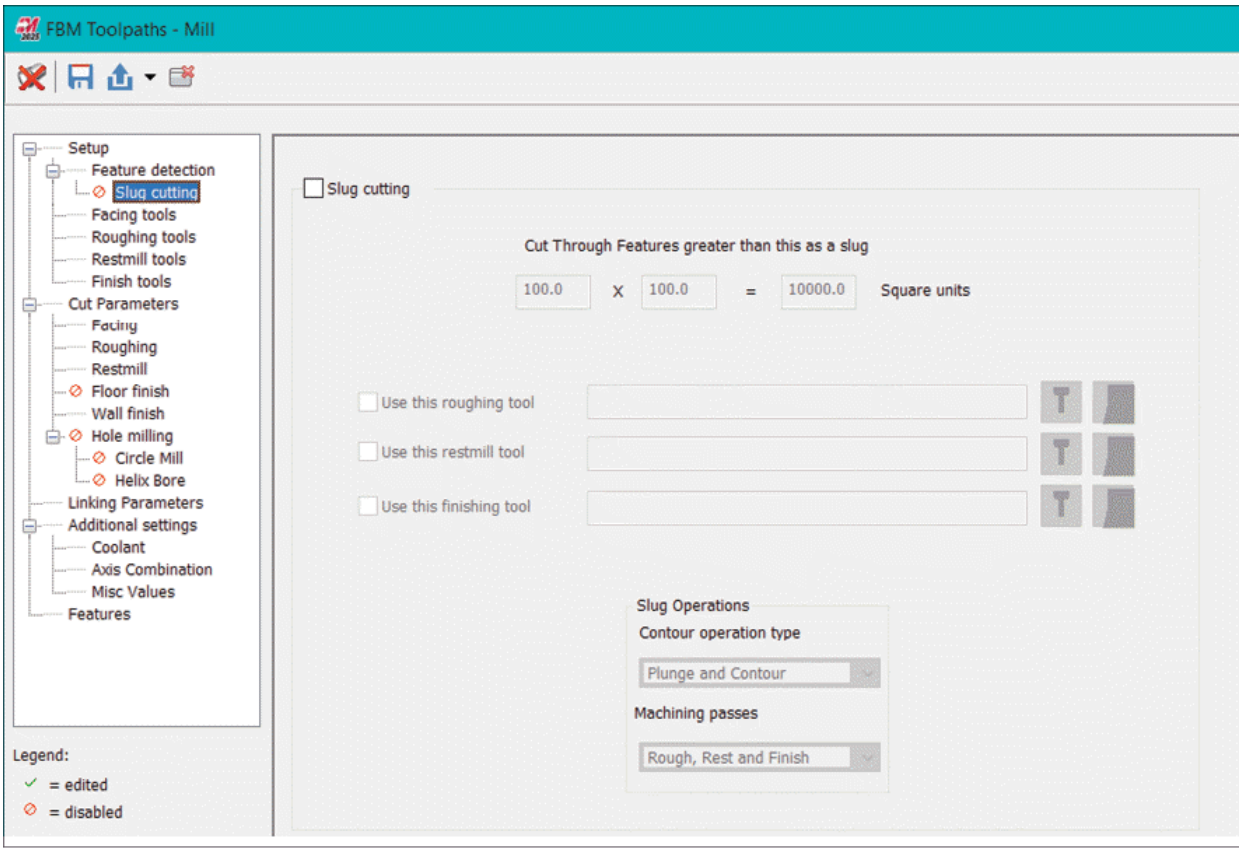

Figure-72. Slug cutting options
- To enable slug cutting, click on the **Slug cutting** option from the expanded **Feature detection** node in the left of the dialog box. The options will be displayed as shown in Figure-72.